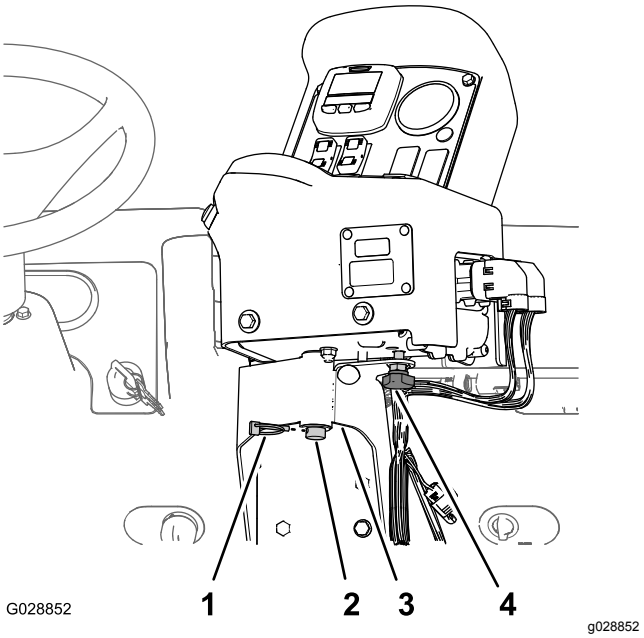

Figur 18
2. Monter kontrollkonsollen på kontrollmonteringsbraketten og fest kontrollkonsollen med hårnålssplinten du fjernet tidligere (Figur 18).
3. Monter håndknotten og stram den for å hindre konsollen i å rotere under bruk (Figur 18).